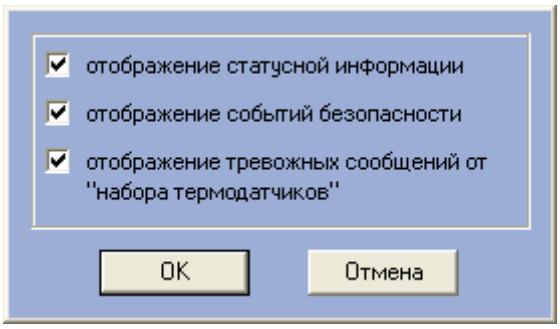

Рис. 5.4—2 Выбор событий для отображения
4. Нажать на кнопку **ОК** (см. Рис. 5.4—2).